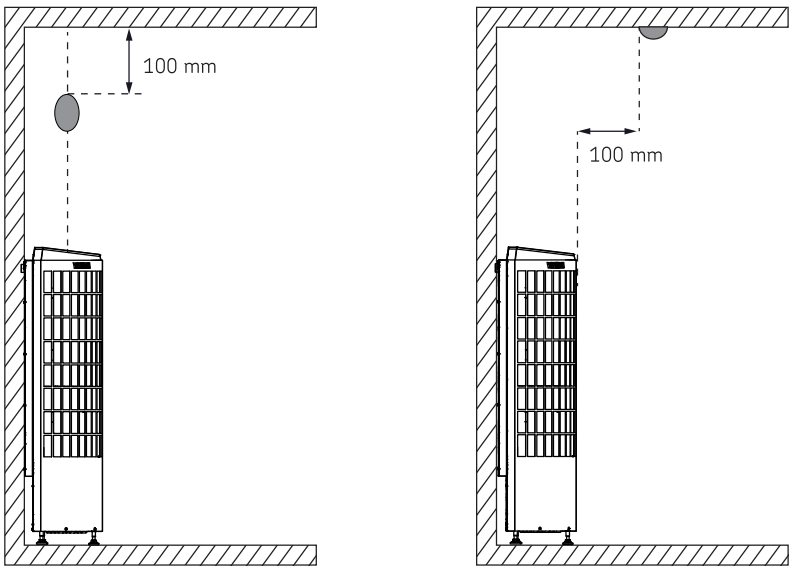

Bild 3. Installera värmegivaren på väggen
- Montera givaren enligt bild (>> Bild 3. Installera värmegivaren på väggen) . Anslut givarekabeln till anslutningen i bastuaggregatet (kabel och anslutningar är färgmarkerade)